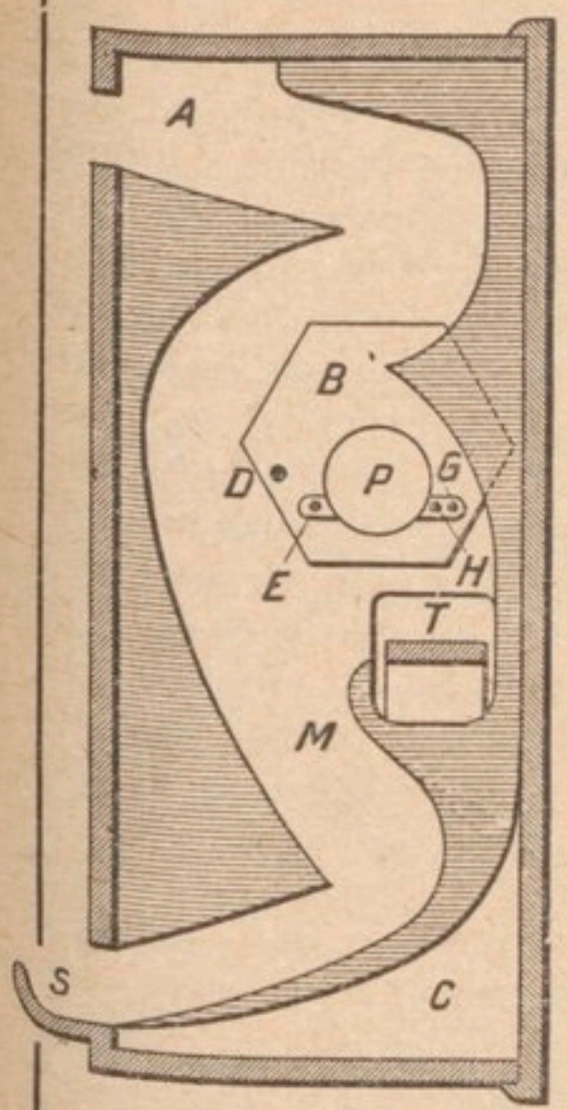

FIG. 11. — BOITE A PAIEMENT PRÉALABLE SYSTÈME SCRIBNER
M. Scribner, de la Western Electric Company, a imaginé un autre appareil qui est très répandu. Nous allons le décrire sommairement en nous aidant des dessins schématisés donnés ici (fig. 11, 12 et 13).